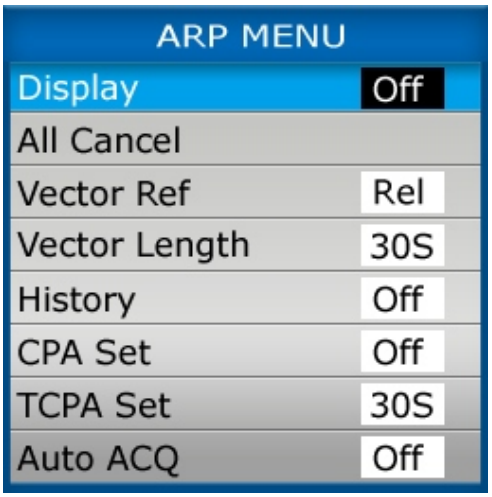

Figure AP-1 ARP Menu
4. Press the [**ACQ/ENTER**] key. The menu shown in Figure AP-1 appears.